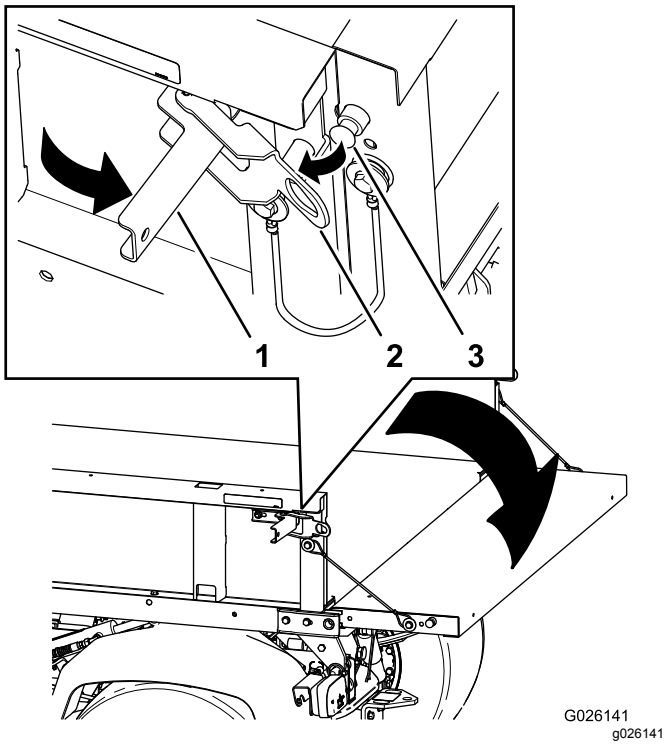

Figuur 14
2. Zet de sluitingen aan de linker- en rechterzijde van de laadbak los en laat de achterlaadklep zakken (Figuur 14).